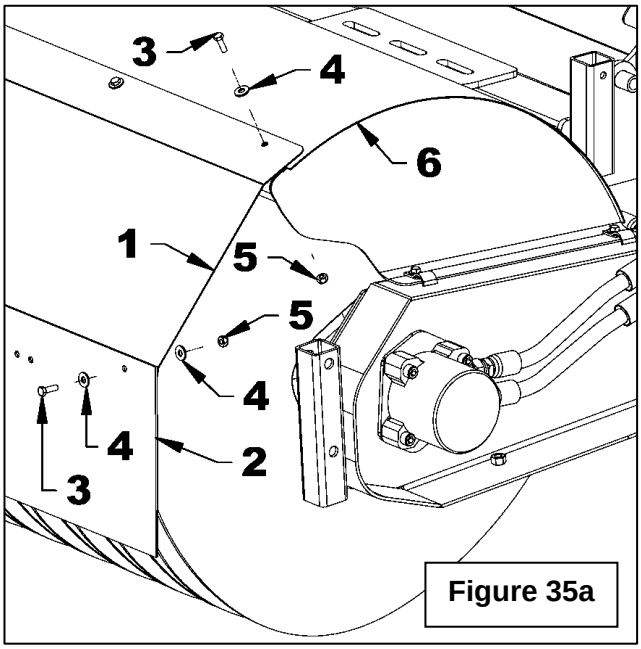

Figure 35a
(Figures 35a-35b-35c)
1. **Figure 35a:** Install the dust deflector brace (item 1) on the brush cover (item 6) with 5/16"NC x 1" hex bolts, flat washers and nylon insert locknuts (items 3-4-5).
2. Install the dust deflector (item 2) on the outside dust deflector brace (item 1) with 5/16"NC x 1" hex bolts, flat washers and nylon insert locknuts (items 3-4-5).